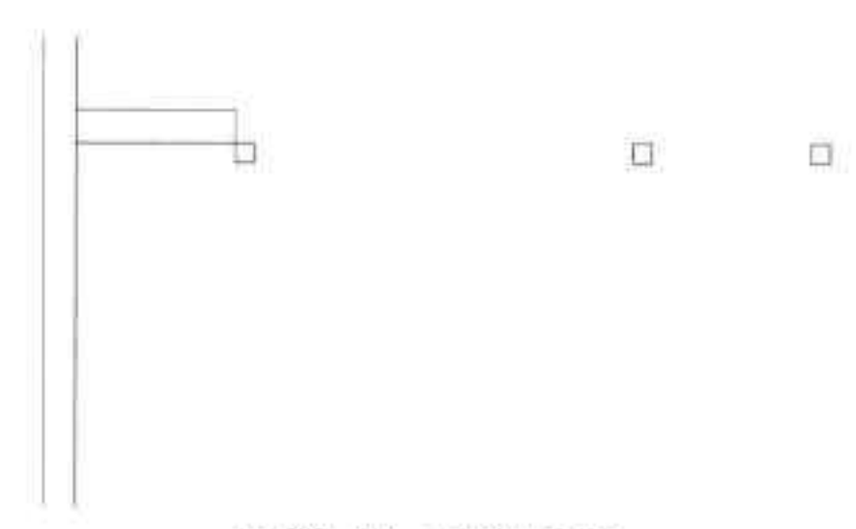

图20-34 复制正方形
Step 04 执行“复制”命令，向右再复制出两个正方形，设置复制距离分别为 1260mm 和 560mm，如图 20-34 所示。